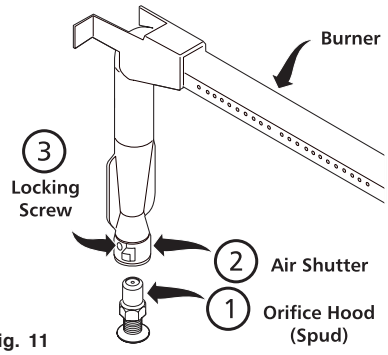

Fig. 11
e. Turn off oven and allow to cool before adjusting air shutter. To adjust loosen lock-screw (See Fig. 11), reposition air shutter, and tighten lock-screw.